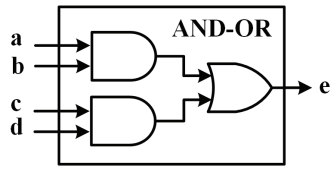

FIGURE 3.5
1) Design a combinational circuit using a concurrent *assign* block. Refer to Figure 3.5 for the design structure, which includes two AND gates and one OR gate. The circuit should have single-bit inputs "a", "b", "c", and "d", and a single-bit output "e".